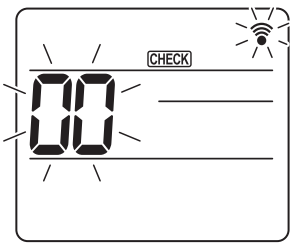
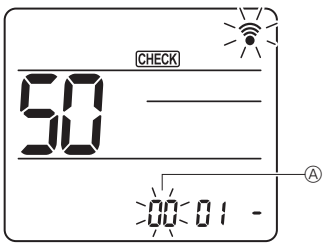
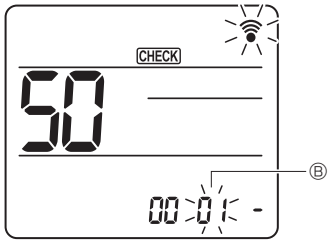
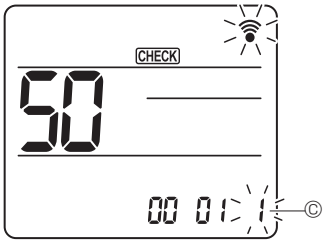

Fig. 7-16
Fig. 7-17
Fig. 7-18
Fig. 7-19
7.4.2. Mediante el mando a distancia inalámbrico (Fig. 7-16, Fig. 7-17, Fig. 7-18, Fig. 7-19)
① Vaya al modo de selección de función
[CHECK] (COMPROBAR) se ilumina y "00" parpadea. (Fig. 7-16)
Pulse el botón ⇕ para seleccionar el número de unidad Ⓐ. (Fig. 7-17)
Pulse el botón ⇕ para seleccionar el número de modo Ⓑ. (Fig. 7-18)
Utilice el botón ⇕ para cambiar el número de ajuste Ⓒ. (Fig. 7-19)